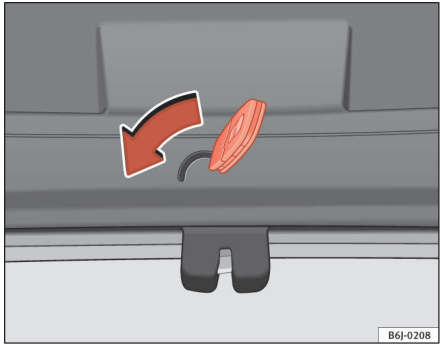

Fig. 46 Bagklap: nødoplåsning
– Sæt nøglen i slidsen, og lås låsesystemet op ved at bevæge nøglen fra højre mod venstre i pilens retning ⇒ fig. 46. ■